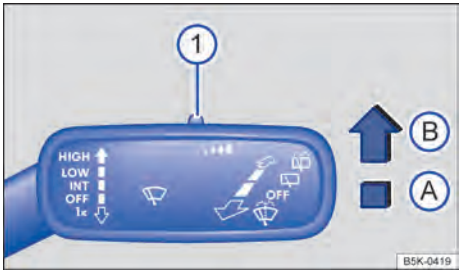

Fig. 81 À direita da coluna de direção: alavanca dos limpadores dos vidros.
Pressionar a alavanca para a posição desejada → Fig. 81:
A sensibilidade do sensor de chuva pode ser ajustada manualmente com o interruptor na alavanca dos limpadores dos vidros → Fig. 81 ① → ⚠.